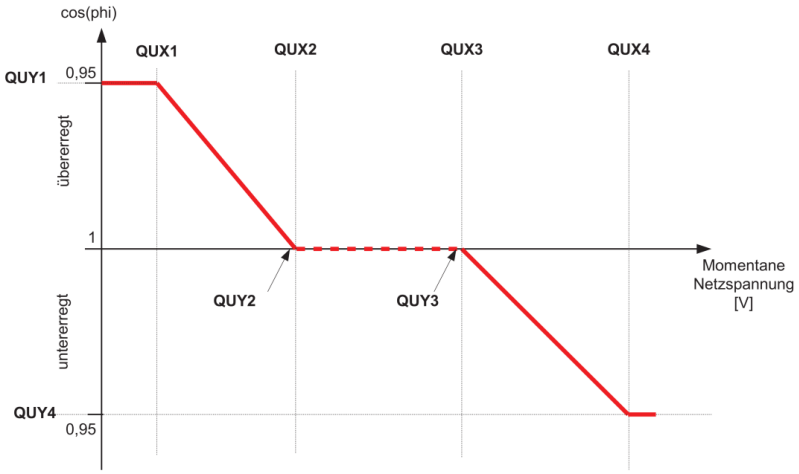

Abbildung 27: Q(U)-Kennlinie
- **QUX1 bis QUX4:** Geben Sie die Einstellwerte für QUX1 bis QUX4 mithilfe der Zahleneingabefelder ein. Entnehmen Sie die Einstellwerte der Abbildung 27.